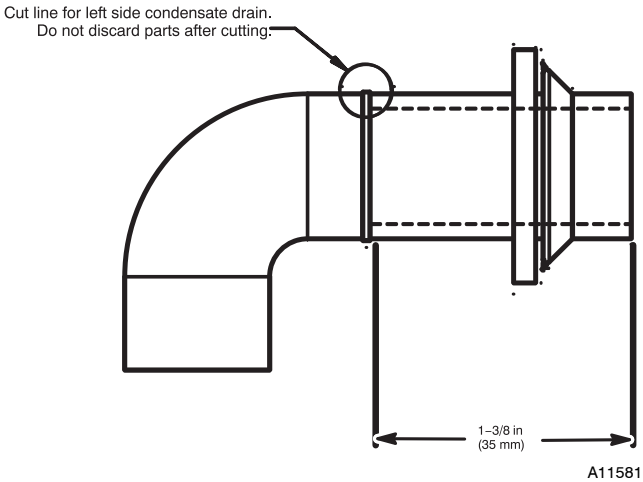

Fig. 14 - Modify Rubber Drain Elbow
3. The Z-pipe is connected to the condensate trap and the outside of the furnace by modifying the formed rubber drain elbow as shown in Fig. 14.
4. Remove the formed grommet from the rubber drain elbow by cutting the elbow along the vertical line located about 1-3/8 in. (35 mm) away from the formed grommet. See Fig. 14. **DO NOT DISCARD THE FORMED GROMMET OR THE RUBBER ELBOW**. Both of these pieces will be used.
TIP FROM CONTRACTORS: When installing the furnace horizontally, use the entire drain elbow (that is, do NOT cut as shown in Fig. 14 to connect the trap to the drain line. This helps to prevent bumps and shocks to the drain line from damaging the furnace drain trap. Avoid misalignment of the drain pipe which may cause kinks in the elbow.